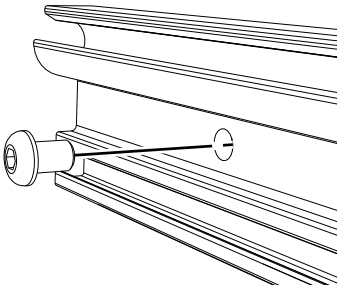

*Figura 50. Atornille el perfil del tope*
7. Atornille el perfil del tope en los orificios pre-perforados, véase Figura 50